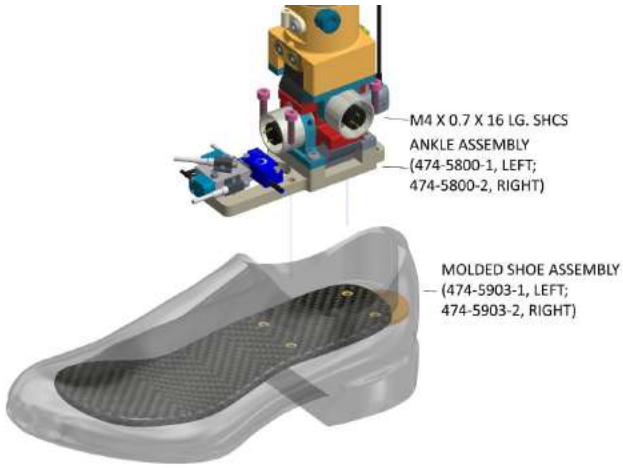

Figure 9-4. Remove the molded shoe (474-5903).
9.5.3 Remove the four M4 X 16 SHCS which attach the molded shoe (474-5903) to the ankle (Figure 9-4).